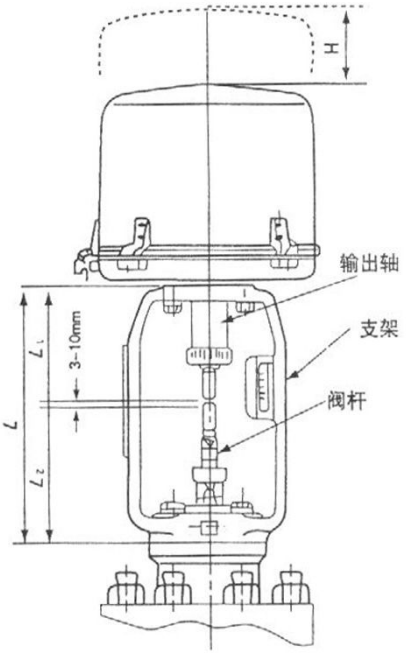

图6
5.1 由于执行器的配线、调整及检查维护等工作需要拆卸护罩，因此在安装时，执行器顶部应留有一定的空间（见图 6），应留空间尺寸 H 见表 2
5.3 执行器通过支架之和调节阀联结后，用于合螺母连接输出轴和阀杆时，输出轴的下端与阀杆的上端之间应留有 3~10mm 距离（见图 6）